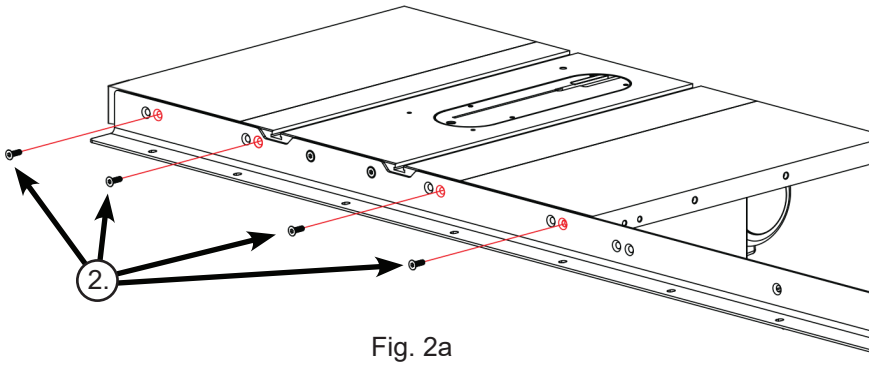
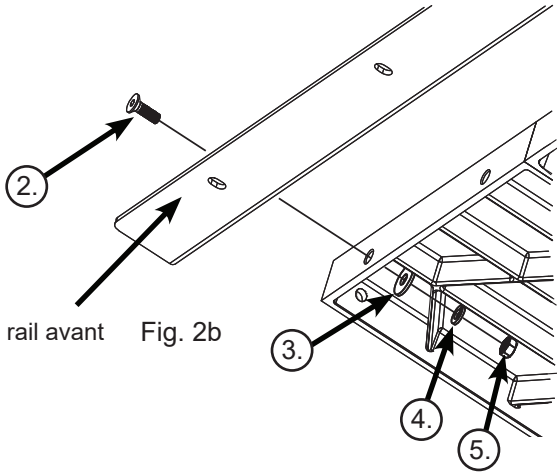

Fig. 2a
Fig. 2b
2. Prenez quatre autres boulons fraisés à tête taraudeuse M8 x 25 et insérez-les dans les quatre trous ouverts du rail avant et de la table (voir Fig. 2a). Placez une rondelle M8 et une rondelle de blocage M8 sur l'extrémité filetée de chacun des boulons, puis vissez un écrou hexagonal M8 sur chaque boulon (voir Fig. 2b). Serrez les écrous à la main; ne les serrez pas complètement.